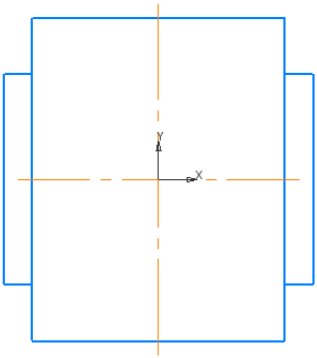

Рис. 5.5
7) Удалите вспомогательные линии (рис. 5.5). Для этого щелкните мышью по линии (окрасится в зеленый цвет) и нажмите на кнопку ***Delete***.